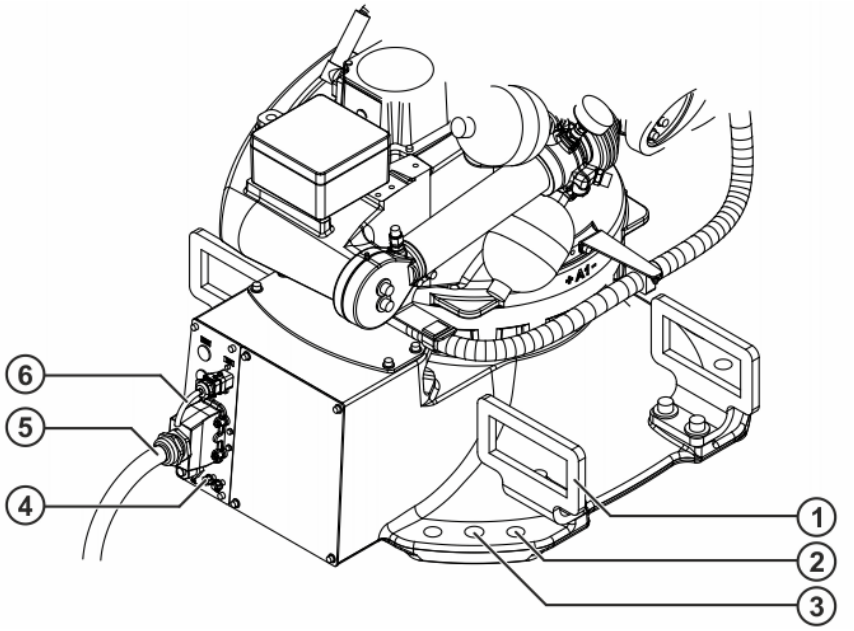

Fig. 10-2: Removing the robot
2. Release and disconnect the motor cable and data cable connectors (>>> *Fig. 10-2*).